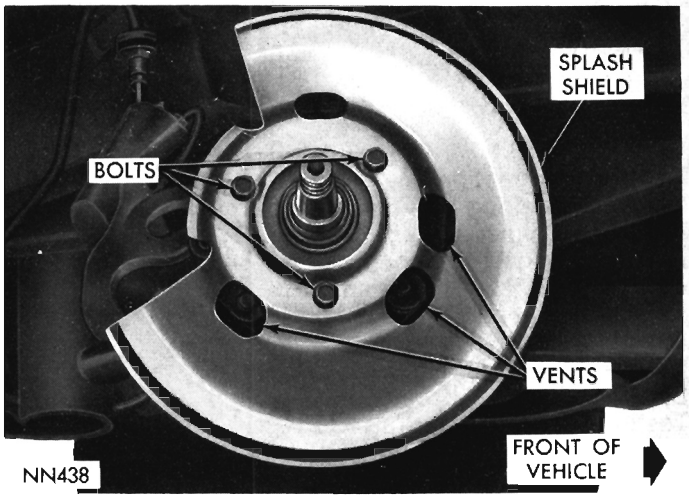

Fig. 16—Disc Splash Shield Mounting
(1) Raise vehicle on a hoist or jackstands.
(2) Remove wheel cover and wheel and tire assembly.
(3) Remove caliper assembly, as described under "Removing Caliper" paragraph. Do not disconnect brake line.
(4) Remove grease cup, cotter pin, nut lock, nut, thrust washer and outer wheel bearing.
(5) Pull braking disc and hub off wheel spindle.
(6) Remove bolts that attach splash shield (Fig. 16) to steering knuckle.
INSTALLING SPLASH SHIELD (Fig. 16)